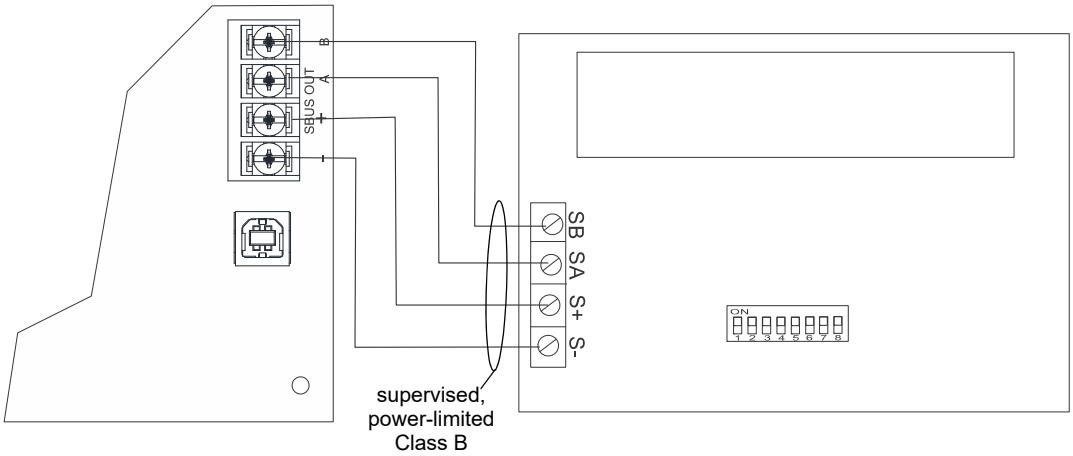

Figure 4.25 6860 Connection to the Panel
3. Wire the annunciator board to the main control panel as shown in Figure 4.25.
7. Run wires to the control panel. Refer to Figure 4.25.